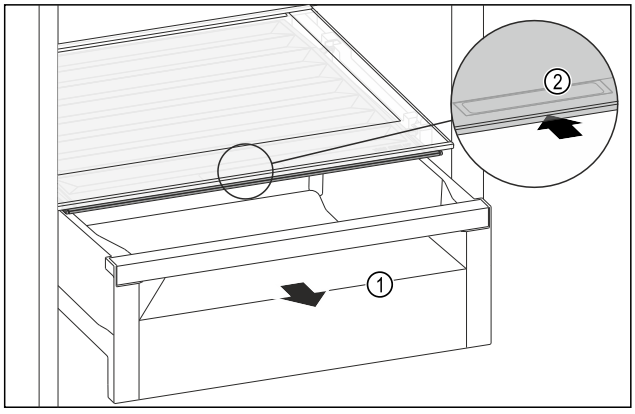

Fig. 157
▶ Retirer le tiroir *Fig. 157 (1)*.
▶ Saisir la poignée encastrée *Fig. 157 (2)* du couvercle du compartiment et pousser le couvercle du compartiment vers l'arrière.